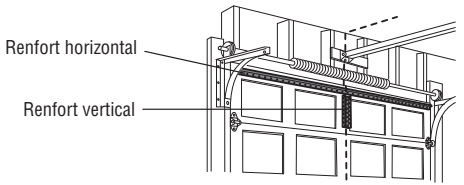

FIGURE 1
- Percer des trous de fixation de 3/16 po. Fixer le support de porte avec les deux vis autotaraudeuses de 1/4 po-14x5/8 po. (Figure 1)